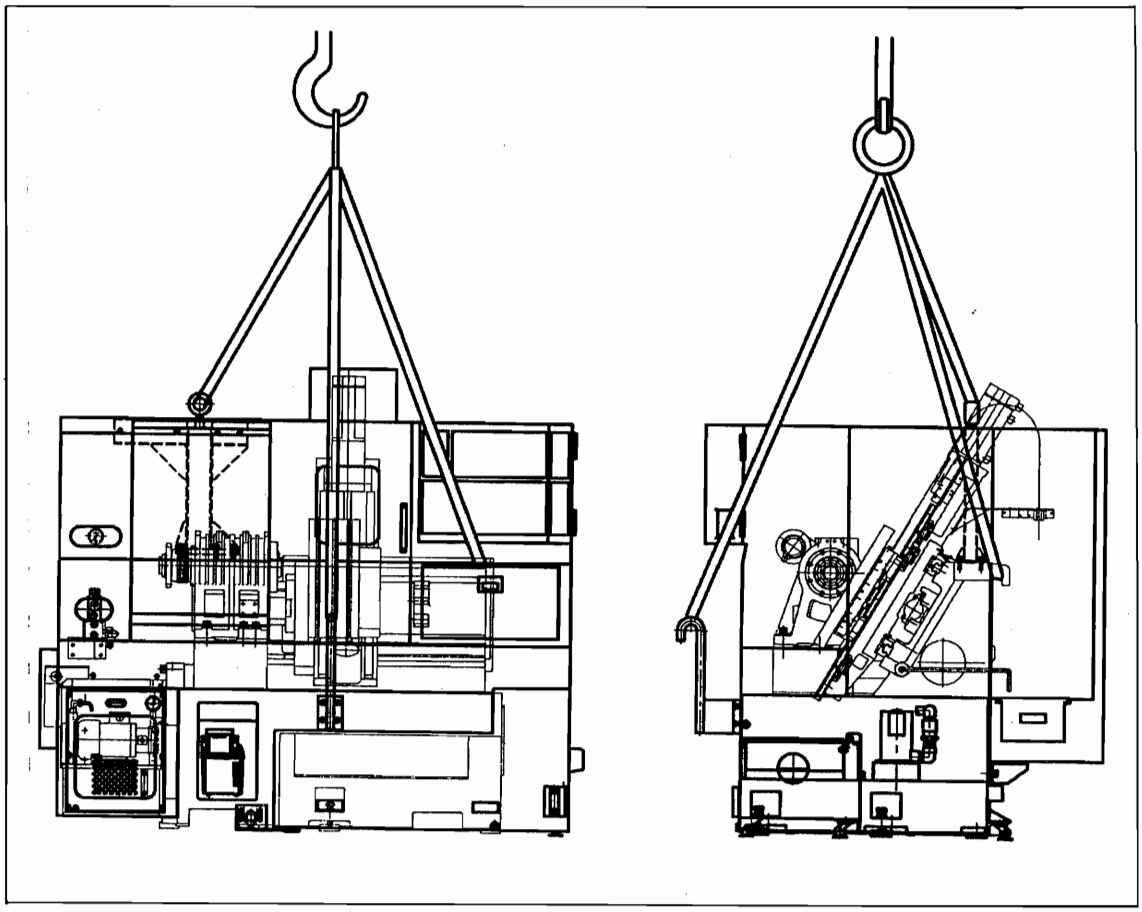

Fig 3.3 Lifting work
Lifting work(Fig 3.3)
3. Prepare the books as shown in Fig 3-3.